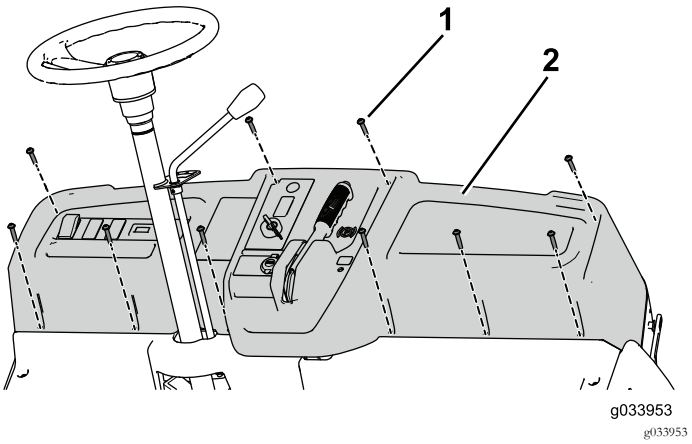

Figura 61
3. Retire los 10 tornillos (¼" x 1¼") para retirar parcialmente el salpicadero, y desconecte el freno de estacionamiento (Figura 61).